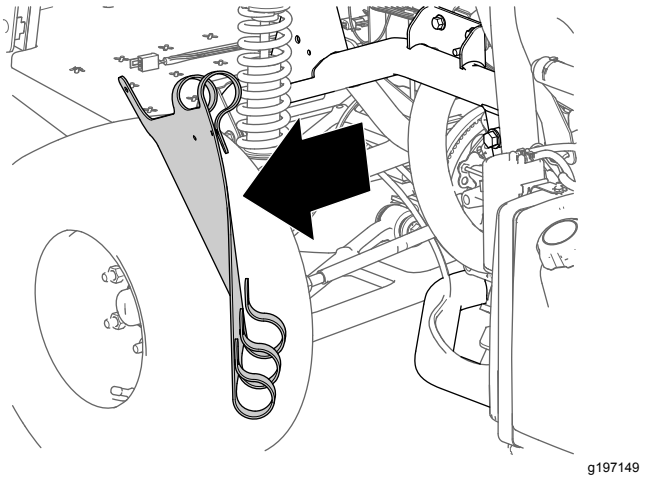

Figur 11
5. Fjern det indre skjermdekselet fra maskinen (Figur 11).